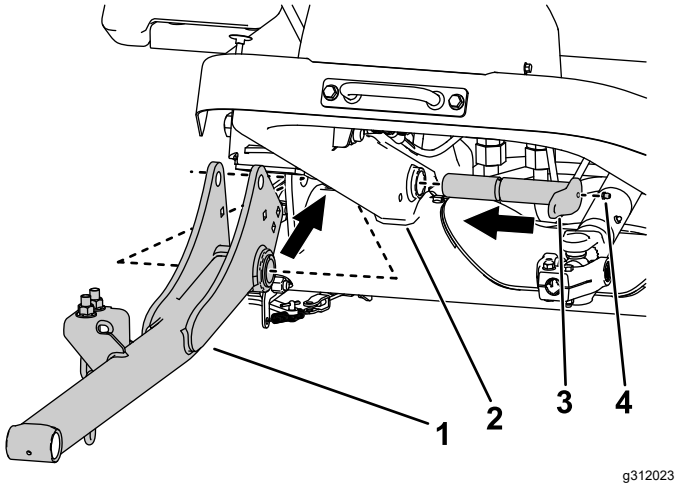

**Figuur 6**
2. Gebruik 2 grote pennen om de hefarmen aan het machineframe te monteren (Figuur 6).
3. Monteer de smeernippels aan de grote pennen (Figuur 6).